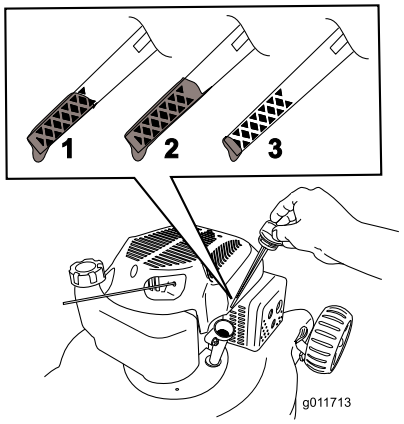

Figur 8
5. Se Figur 8 for at bestemme den korrekte oliestand på målepinden.
Bemærk: Fyld motorens krumtaphus med olie, indtil målepinden angiver, at motoroliestanden er korrekt som vist i Figur 8. Hvis du fylder for meget olie på motoren, skal du fjerne overskydende olie som beskrevet i Skift af motorolien.